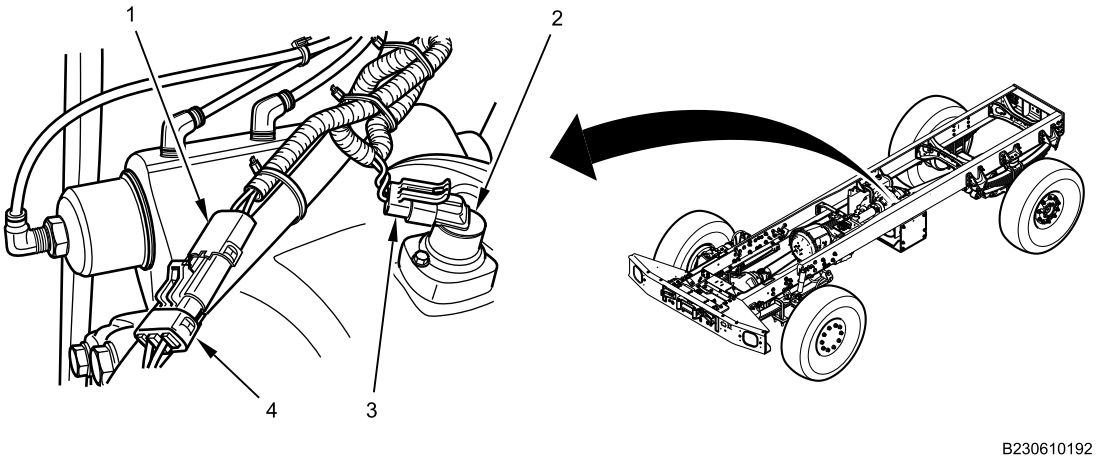

Figure 3. Transfer Case Sensors Connectors.
5. Disconnect two-pin connector (Figure 3, Item 1) from transfer case mode switch connector (Figure 3, Item 4).
6. Disconnect two-pin connector (Figure 3, Item 3) from vehicle speed sensor (VSS) (Figure 3, Item 2).